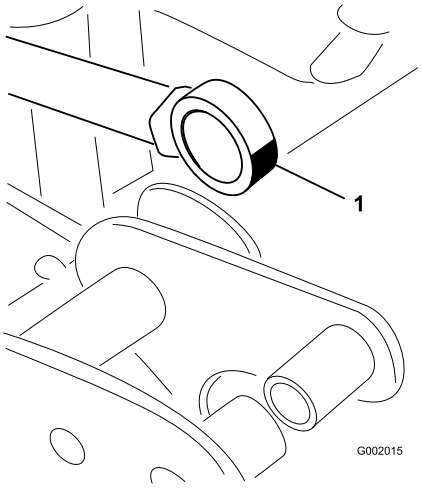

Figure 35
5. Manipulate the actuator rod bearing end and apply grease into the bearing (Figure 35). Wipe off excess grease.